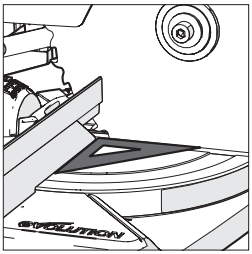

Fig. 14
- Place a set square on the table with one short edge against the fence and the other short edge against the blade (avoiding the TCT tips of the blade teeth) **(Fig. 14)**.